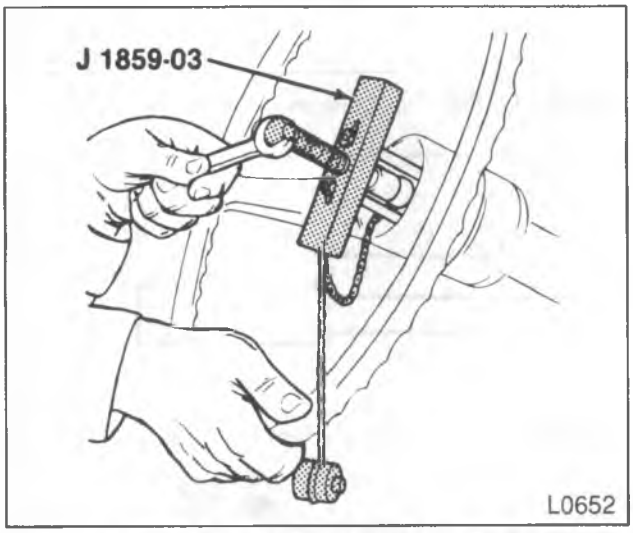

Figure 4—Steering Wheel Removal
Remove or Disconnect (Figure 4)
5. Steering wheel. Use J 1859-03 (figure 4). Do not hammer on the puller, or damage could result to the steering column.